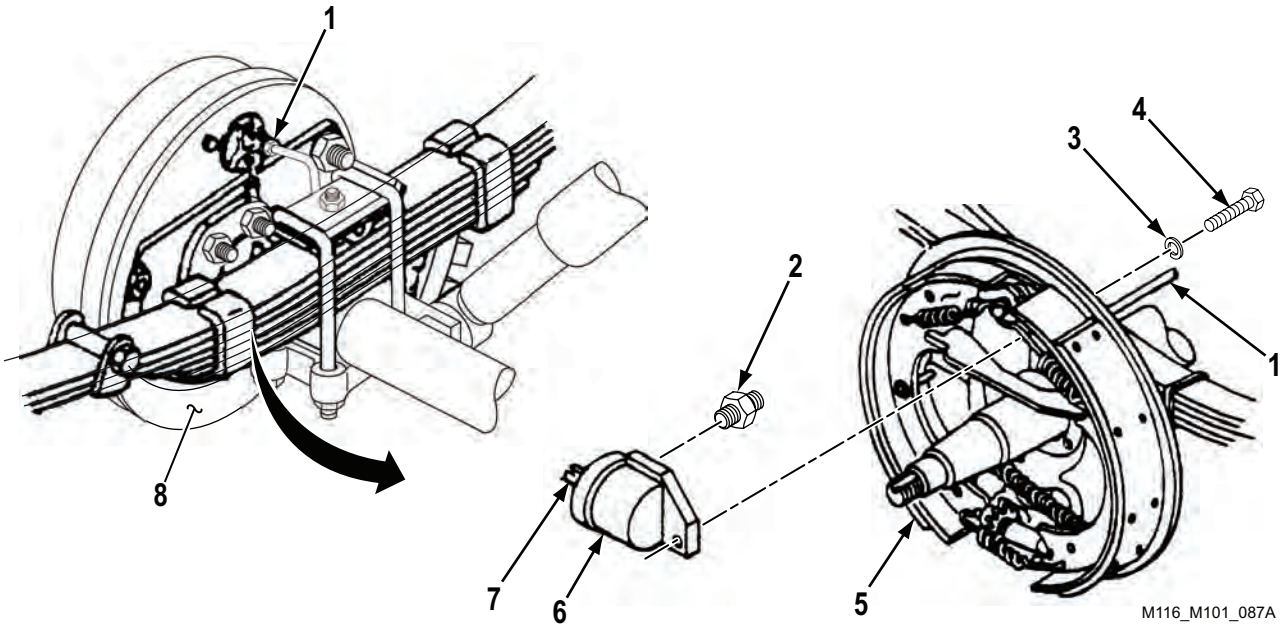

Figure 1. Wheel Cylinder Removal.
1. Disconnect hydraulic brake tube assembly (Figure 1, Item 1) at inlet to wheel cylinder (Figure 1, Item 6).
2. Remove bolt (Figure 1, Item 4), lockwasher (Figure 1, Item 3), wheel cylinder (Figure 1, Item 6), and link (Figure 1, Item 7) from backing plate (Figure 1, Item 8). Discard lockwasher (Figure 1, Item 3).
3. Remove bleeder valve (Figure 1, Item 2) from wheel cylinder (Figure 1, Item 6).